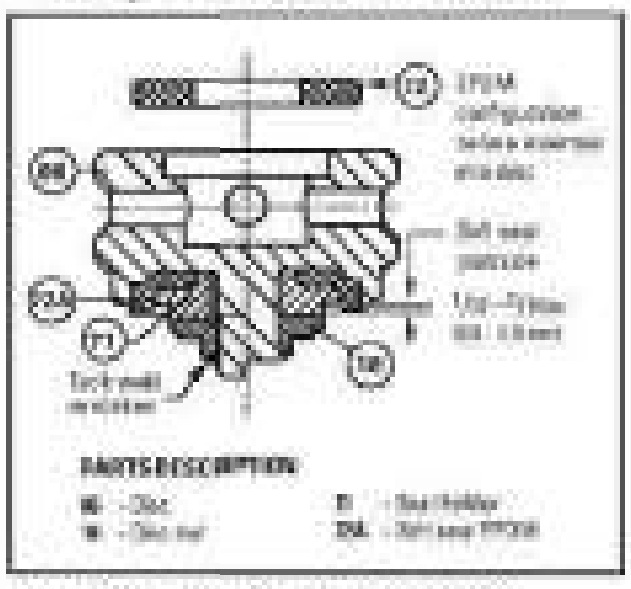

Figure 8.1A *Piston disc with a replaceable EPDM soft seat.*
1. **EPDM seat**: If replacing an EPDM seat *(Figure 8.1A)*, remove tack weld or staked area by grinding or filing. Carefully unscrew the disc nut (16) from the disc. Remove the seat holder (71), then the EPDM soft seat (72A). Thoroughly clean the piston disc soft seat area and disc post threads, removing any burrs and or particles of foreign matter. Install a new EPDM seat, replace seat holder and screw on the disc nut.